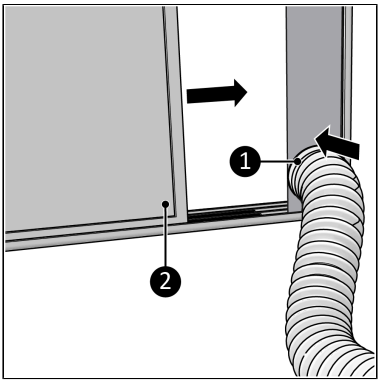

Figuur 11.
4. Sluit het raam (Figuur 11, pos. 2). Dit houdt de kit op zijn plek.
5. Sluit de raamaansluitingskit aan op de raamaansluiting (Figuur 11, pos. 1).